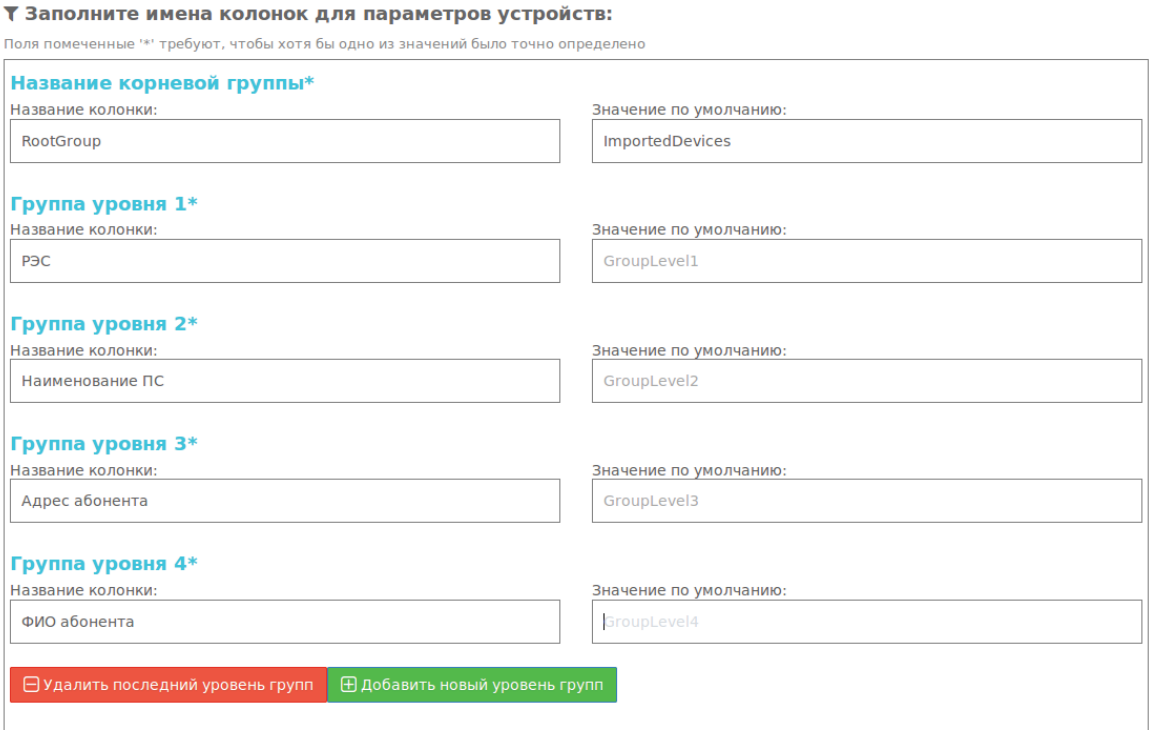

Рис. 77. Задание соответствий названий колонок в файле импорта группам в дереве топологии
Пример заполнения полей для 5 уровней приведен на скриншоте на Рис. 77.
- «Обновлять расположение устройств в группах» – при выборе данного свойства для указанных в файле счетчиках при их нахождении в системе будет обновляться расположение в топологии групп. Необходимо заполнить информацию о том, в каких колонках брать значения групп определенного уровня; процесс заполнения этой информации такой же, как и при создании устройств, см. раздел 6.1 и Рис. 77;